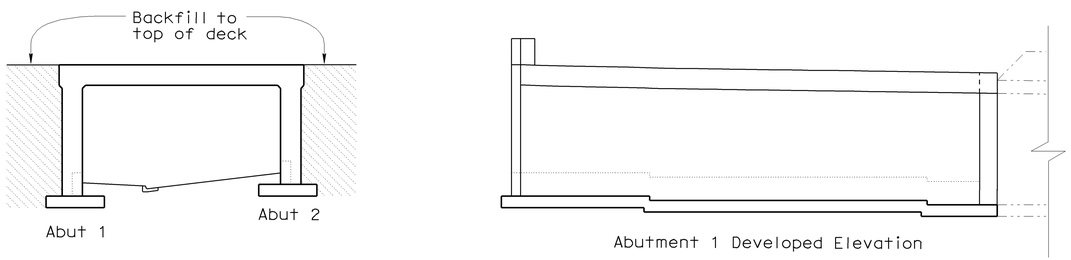

FIGURE 2
4. Backfill to top of deck (Figure 2)